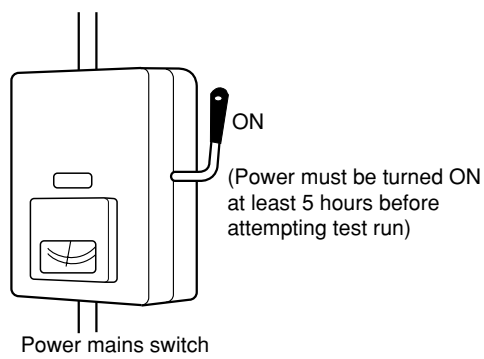

**Fig. 10-1**
(1) All loose matter is removed from the cabinet especially steel filings, bits of wire, and clips.
(2) The control wiring is correctly connected and all electrical connections are tight.
(3) The protective spacers for the compressor used for transportation have been removed. If not, remove them now.
(4) The transportation pads for the indoor fan have been removed. If not, remove them now.
(5) The power has been supplied to the unit for at least 5 hours before starting the compressor. The bottom of the compressor should be warm to the touch and the crankcase heater around the feet of the compressor should be hot to the touch. (Fig. 10-1)